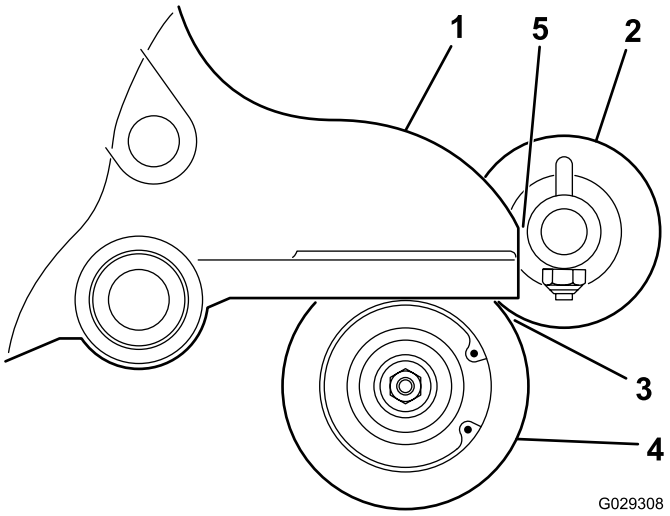

Figur 14
16. Placera rullborsten så att den precis vidrör den bakre rullen (Figur 14).